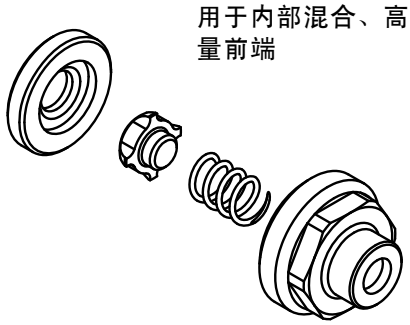

图 18
12. 将止回阀（ 812 ）和新弹簧（ 813 ）安装到阀座中，然后安装盖帽（ 806 ）。有关部件方向，请参见图 18。
8. 将止回阀（ 812 ）和弹簧（ 813 ）安装到阀座中，然后安装盖帽（ 806 ）。有关部件方向，请参见图 18。